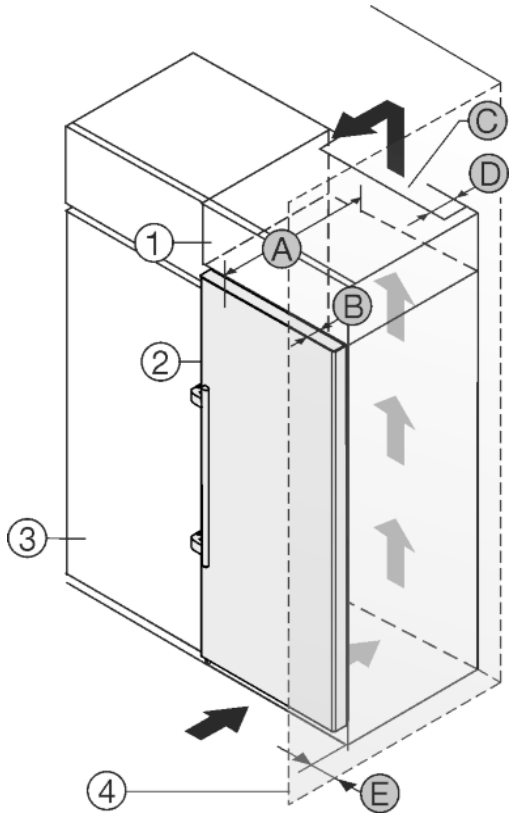

Fig. 24
Устройство может быть окружено кухонными шкафами. Чтобы уравнять устройство *Fig. 24 (2)* по высоте с кухонной стенкой, можно установить над устройством дополнительный шкафчик *Fig. 24 (1)*.
Установить устройство можно непосредственно рядом с кухонным шкафом *Fig. 24 (3)*. Чтобы можно было полностью открыть двери, устройство должно выступать на глубину *Fig. 24 (B)* относительно передней стенки кухонного шкафа. В зависимости от глубины кухонных шкафов и использования пристенных распорок устройство может выступать и больше.
- На задней стенке дополнительного шкафчика должен быть вентиляционный канал с глубиной *Fig. 24 (D)* по всей ширине этого шкафа.
- Нужно соблюдать вентиляционное отверстие *Fig. 24 (C)* под нижней панелью.
Если устройство установлено на шарнирах у стены *Fig. 24 (4)*, то нужно соблюдать расстояние *Fig. 24 (E)* между устройством и стеной. Настолько выступает ручка при открытой дверце.